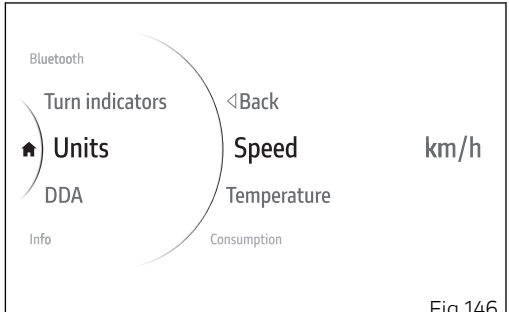

Fig 146
- Use buttons (1) and (2) from the Interactive Menu to select the “Setting menu” item and press ENTER (3).
- Select the “Measurement Units” item and press ENTER (3).
- Select the “Speed” item and press ENTER (3) (Fig 146).